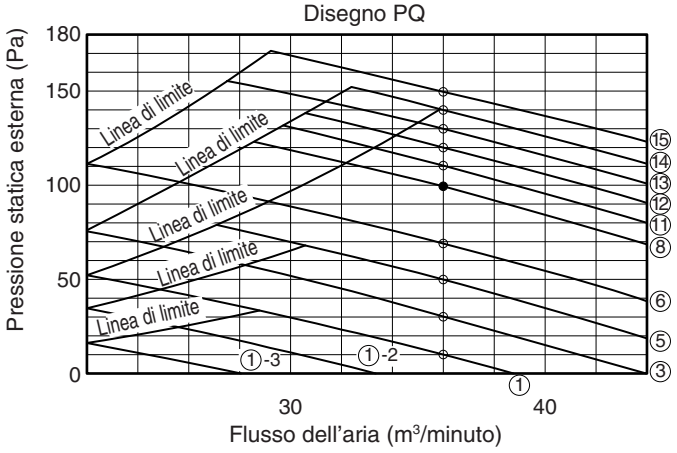

Fig. 8-2
- **Verificare che la pressione statica esterna sia entro la gamma di utilizzo, quindi effettuare l'impostazione. In caso contrario il flusso d'aria potrebbe risultare insufficiente o si potrebbero verificare perdite d'acqua. Per la gamma di impostazione della pressione statica esterna, vedere la Fig. 8-2.**
3. Mettere in corto il piedino di corto circuito applicabile in base al piedino di corto circuito selezionato collegato (Fig. 8-2).
Vedere la tabella 8-2 e la Fig. 8-2 e selezionare un valore compreso tra "0001" e "0015".